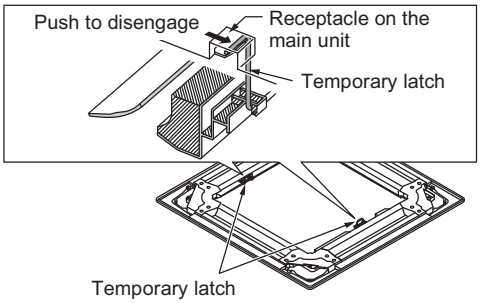

Fig. 1-22
1) Hang the temporary latches on the inside of the ceiling panel to the receptacle on the unit to temporarily attach the ceiling panel in place. (Fig. 1-22)
- When removing the ceiling panel, push the temporary latches outward while holding the ceiling panel. (Fig. 1-22)